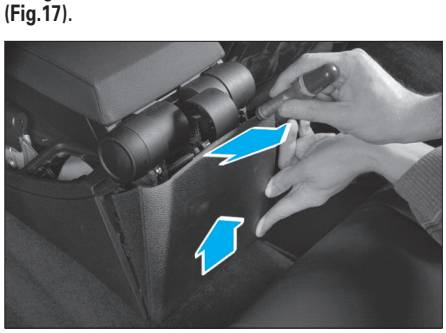

Fig. 17
• Dégrafer le cache arrière de l'accoudoir central **(Fig.17)**.